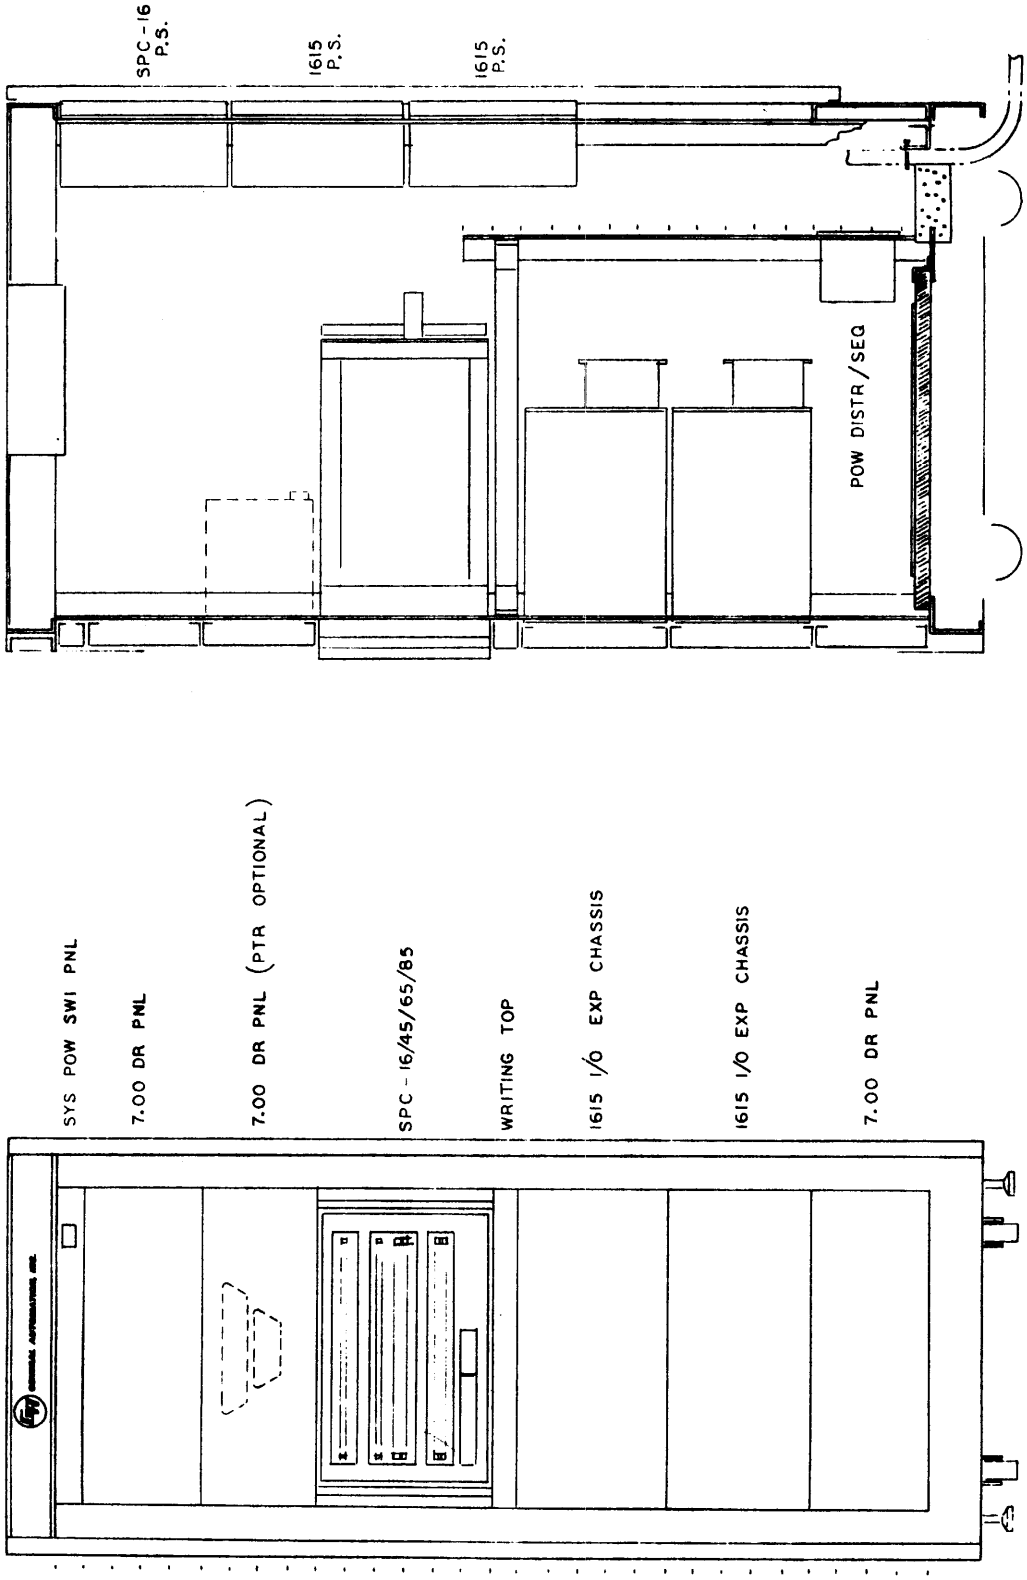

Figure 2-12. 1901 System Enclosure with SPC-16/45/65/85, Two 1615 I/O Expansion Chassis and Paper Tape Reader (Optional)
- Figure 2-12 shows an SPC-16/45/65/85 mounted with two 1615 I/O Expansion Chassis and optional Paper Tape Reader.